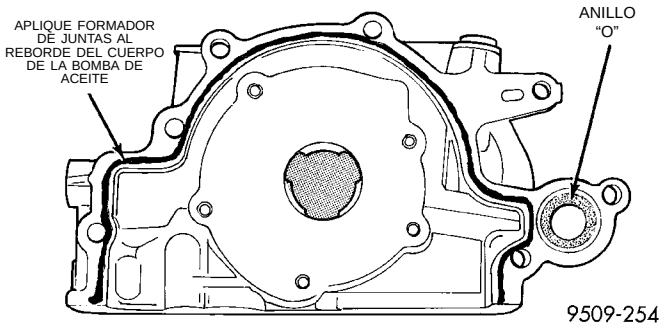

Fig. 75 Sellado de la bomba de aceite
(1) Asegúrese de que todas las superficies estén limpias y no tengan aceite ni tierra.
(2) Aplique formador de juntas Mopar en la bomba de aceite, tal como se muestra en la (Fig. 75). Instale el anillo de aceite en el conducto de descarga del cuerpo de la bomba de aceite.